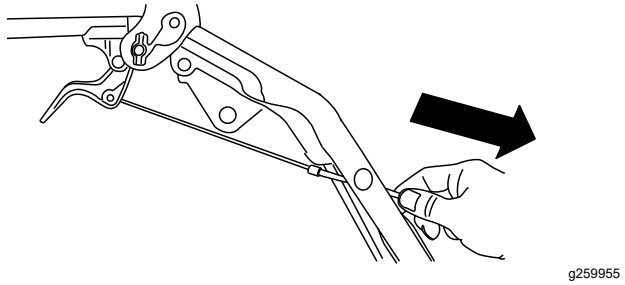

Figur 7
3. Dra försiktigt ned kabelhöljet tills hjulkopplingsspaken dras ned och kabeln inte längre är slak, dra sedan åt muttern på kabelklämman ordentligt (Figur 7).